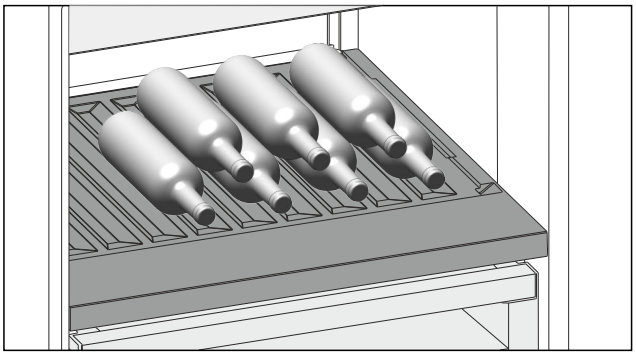

Fig. 187 Reprezentare exemplificatoare
▶ Introduceți sticlele cu fundul în spate, către peretele posterior. (vezi Fig. 187)